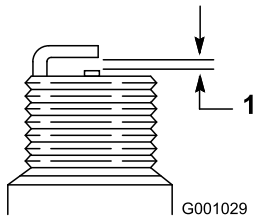

Figur 57
7. Still mellomrommet mellom elektrodene på en ny tennplugg til 0,76 mm (Figur 57).